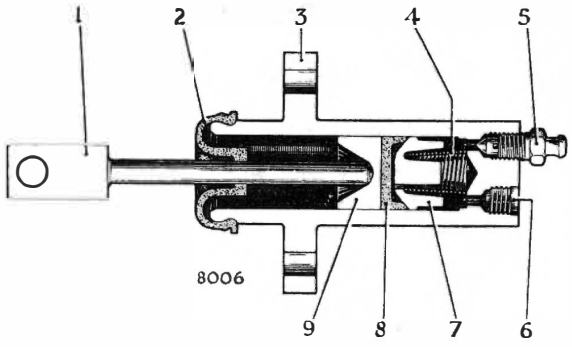

Fig. 6. *Sectional view of slave cylinder*
Drain the fluid from the bleed screw on the slave cylinder (5, Fig. 6).
To dismantle (Fig. 6)
DESCRIPTION (Fig. 6)
2. Attach a rubber tube to the bleed screw (5, Fig. 6) in the slave cylinder, allowing the free end to be submerged in a little fluid in a clean glass jar.